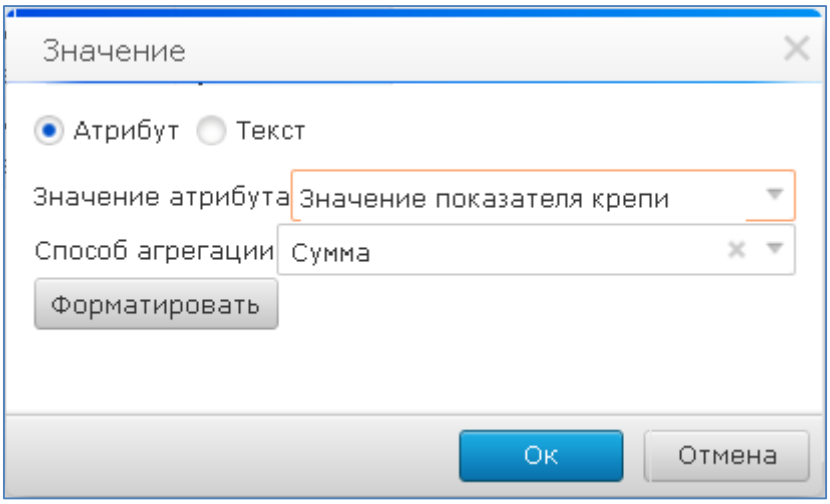

Рисунок 62 - Значение
5.14. Выбрать «Атрибут», значение «Значение показателя крепи», способ агрегации «Сумма». Нажмите «Ок» (Рисунок 62);